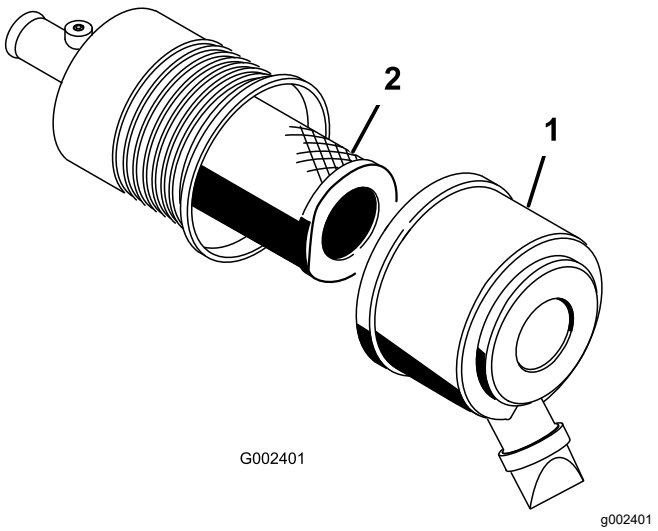

**Figur 55**
2. Lossa spärrhakarna som fäster luftrenarkåpan på luftrenarhuset (Figur 55).
3. Ta bort kåpan från luftrenarhuset (Figur 55).
5. Ta bort och byt ut filtret (Figur 55).